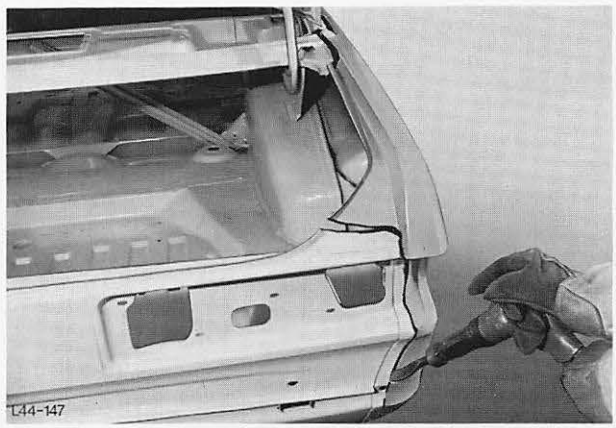

Abb. 159 Seitenwand im Rückwandblech- und Schürzenbereich trennen
13. Seitenwand an Rückwandblech und Schürze trennen, Abb. 159.